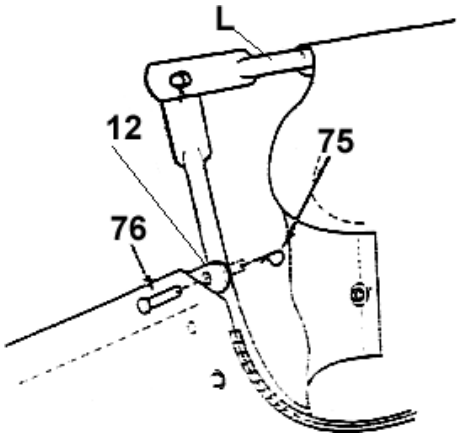

Abbildung 13
- Schieben Sie das Rahmenblech (12) am abgenähten Rand der Auffangtasche (48) ein.
- Verbinden Sie mit Hilfe der Bolzen (76) und der Splinte (75) beidseitig das Rahmenblech mit den unteren Rahmenrohren (M) (siehe Abbildung 13).